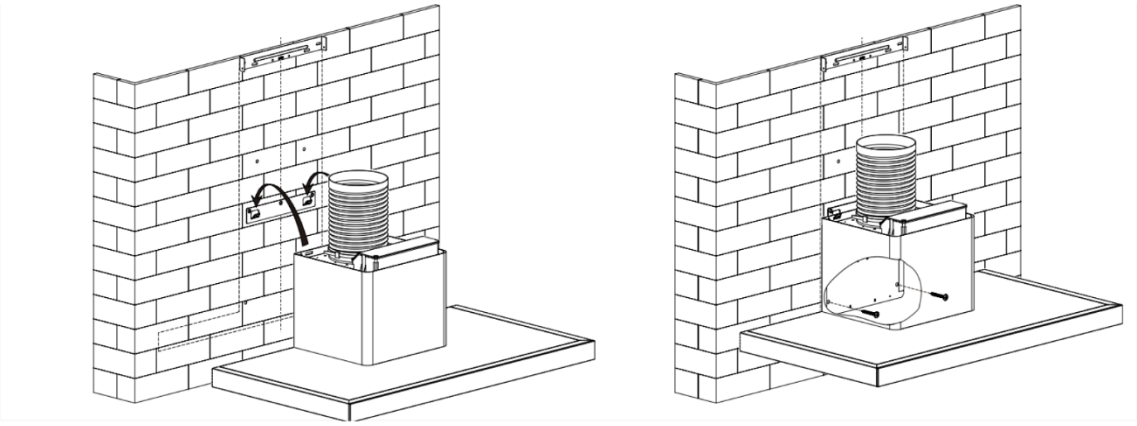

Abb. 6
5. Hängen Sie die Dunstabzugshaube an den Haken, nehmen Sie den Filter heraus, befestigen Sie die Dunstabzugshaube mit 2 Schrauben ST4*30mm und setzen Sie den Filter wieder ein. Siehe Abb. 6.